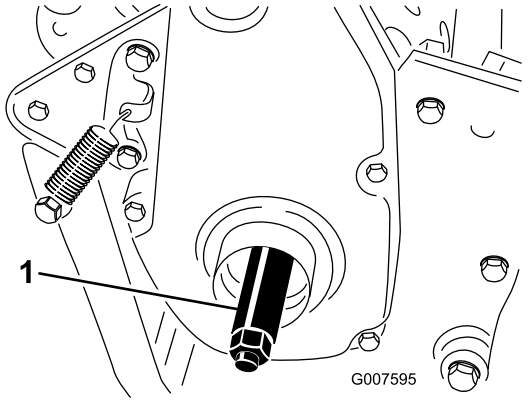

**Figur 8**
3. Trä på den högra hjulaxeln på drivskivan på maskinens högra sida (Figur 8).